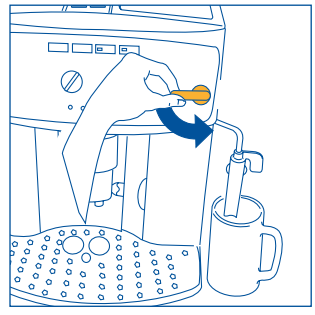

Рис. 5
3. **СРАЗУ ЖЕ ПОСЛЕ ЭТОГО В ТЕЧЕНИЕ МАКСИМУМ 30 СЕКУНД** поверните ручку регулятора пара против часовой стрелки до упора, рис. 5 (появление шума в кофеварке – нормальное явление).
- Поверните регулятор подачи пара против часовой стрелки на половину оборота, рис. 5, горячая вода потечет из устройства для взбивания молока, начиная заполнять стоящую под ним емкость.
- **Сразу же после этого, максимум в течение одной минуты** (иначе кофеварка автоматически вернется на функцию приготовления кофе) поместите устройство для взбивания молока в емкость, в которой содержится молоко, рис. 23, не превышая рельефную линию, нанесенную на само устройство (указана стрелкой на рис. 24). Поверните регулятор подачи пара против часовой стрелки на половину оборота, рис. 5, Будьте осторожны, чтобы не обжечься. Из устройства для взбивания молока выйдет пар, который придаст молоку вид пены и увеличит его объем. Для того, чтобы пена была более густой, погрузите устройство для взбивания молока в молоко и вращательными медленными движениями поднимайте емкость. Рекомендуется подавать пар не более 2 минут подряд.
- Несколько секунд выпускайте воду или пар, повернув ручку регулятора пара против часовой стрелки до упора, рис. 5.